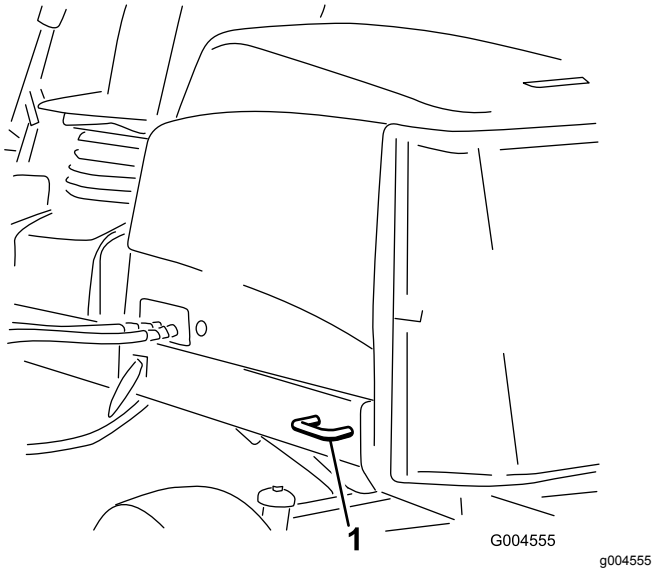

Figur 35
- Bag – på begge sider af maskinen på bagstellet (Figur 35)